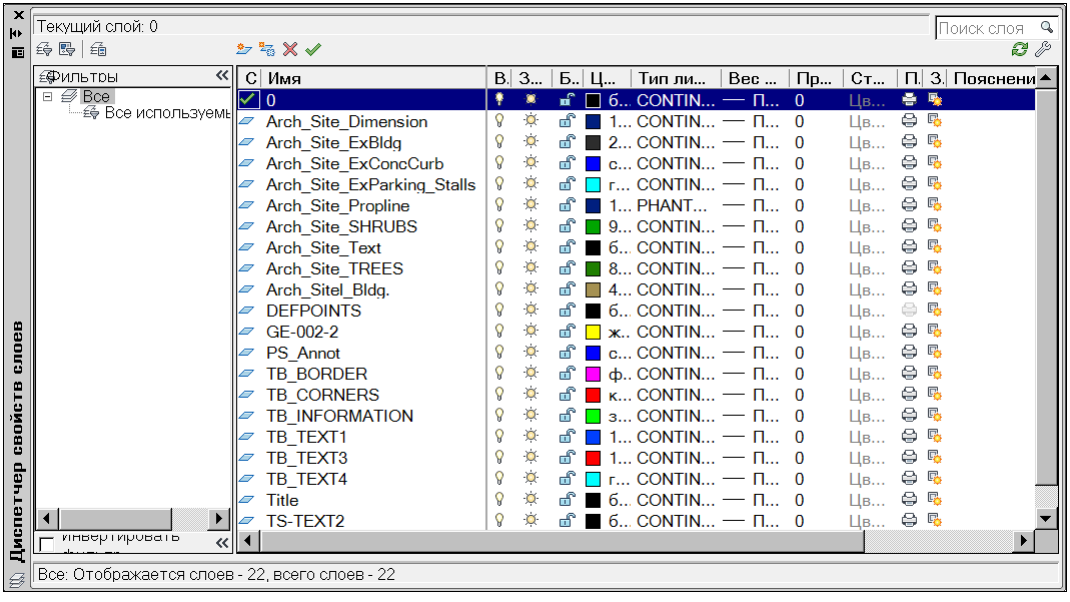
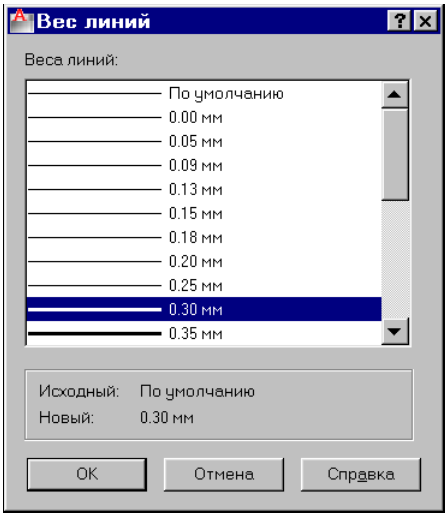
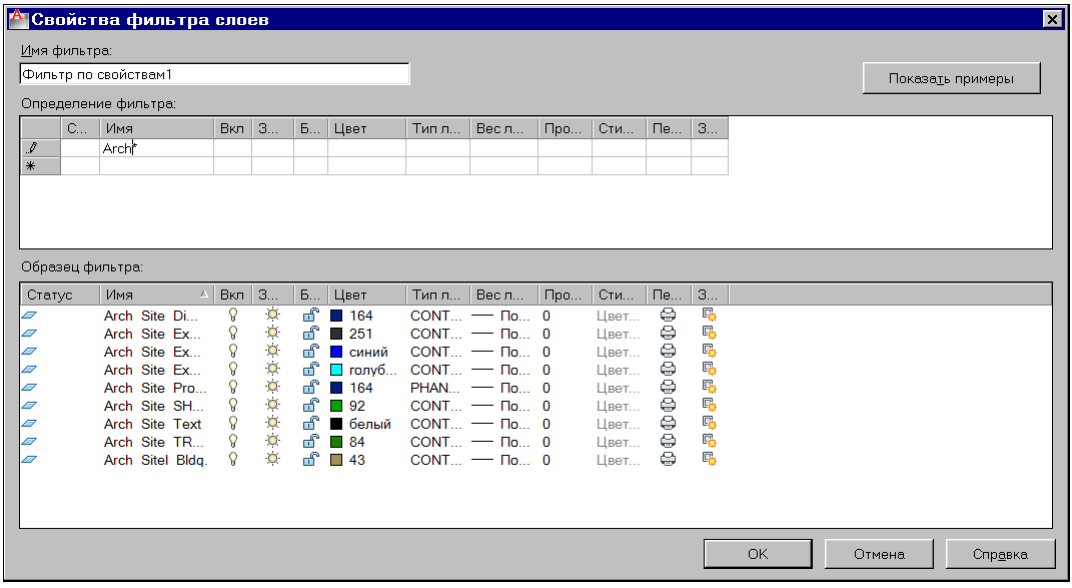
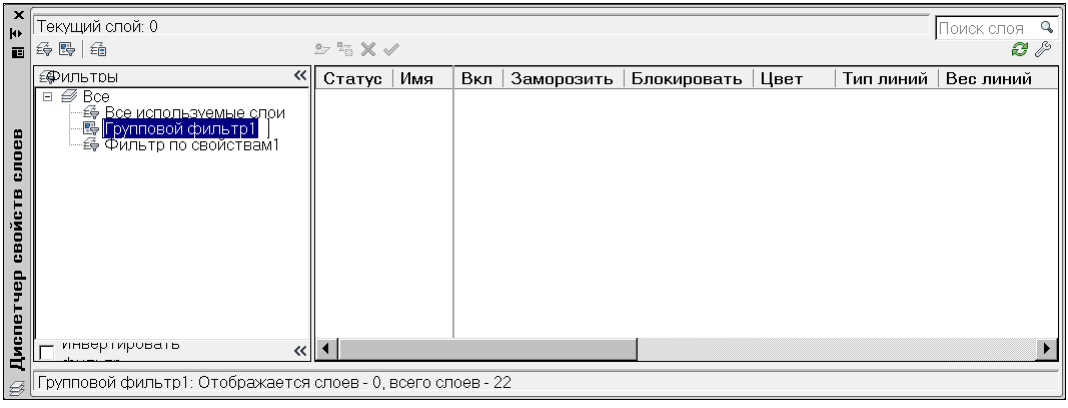

Рис. 5.17. Диалоговое окно **Диспетчер свойств слоев**
Рис. 5.22. Диалоговое окно **Вес линий**
Рис. 5.23. Диалоговое окно **Свойства фильтра слоев**
Рис. 5.24. Создание группового фильтра
Основной командой работы со слоями является команда СЛОЙ (LAYER), которой соответствует кнопка . Команда СЛОЙ (LAYER) открывает сложное немодальное окно (палитру) **Диспетчер свойств слоев** (Layer Properties Manager) (рис. 5.17).
При горизонтальной прокрутке не перемещаются те столбцы слева, которые находятся в зоне фиксации. Эта зона ограничена справа вертикальной линией (на рис. 5.17 в зоне фиксации находятся два первых столбца: **Состояние** (Status) и **Имя** (Name)). Пункт **Освободить столбец** (Unfreeze column) ликвидирует зону фиксации. После освобождения столбцов пункт **Освободить столбец** (Unfreeze column) изменяет свое название в меню на **Фиксировать столбец** (Freeze column). Выбор пункта **Фиксировать столбец** (Freeze column) фиксирует тот столбец, на котором было вызвано меню, и все столбцы, расположенные левее него.
Очередная характеристика слоя — **Вес линий** (Lineweight). Она задает реальный вес (толщину) линий, которым будут нарисованы объекты этого слоя, имеющие в качестве веса значение **ПоСлою** (ByLayer). Если в окне **Диспетчер свойств слоев** (Layer Properties Manager) (см. рис. 5.17) щелкнуть по значению веса линий слоя, то раскроется окно **Вес линий** (Lineweight) (рис. 5.22), в котором вы можете установить нужный вес. О весах *см. разд. 5.4.*
Характеристика **Стиль печати** (Plot Style) (см. рис. 5.17 и 5.18) описывает стиль печати, применяемый при выводе слоя. О стилях печати *см. главу 13.*
Кнопка диалогового окна **Диспетчер свойств слоев** (Layer Properties Manager) (см. рис. 5.17) вызывает диалоговое окно **Свойства фильтра слоев** (Layer Filter Properties) (рис. 5.23), в котором описывается фильтр по слоям с заданными свойствами.
Кнопка окна **Диспетчер свойств слоев** (Layer Properties Manager) (см. рис. 5.17) создает в области структуры новый групповой фильтр с условным именем, которое пользователь может изменить (рис. 5.24).
- **Новый фильтр по свойствам** (New Properties Filter) — создание нового фильтра по свойствам (см. рис. 5.23);
- **Свойства** (Properties) — изменение настроек, только для фильтра по свойствам (см. рис. 5.23);